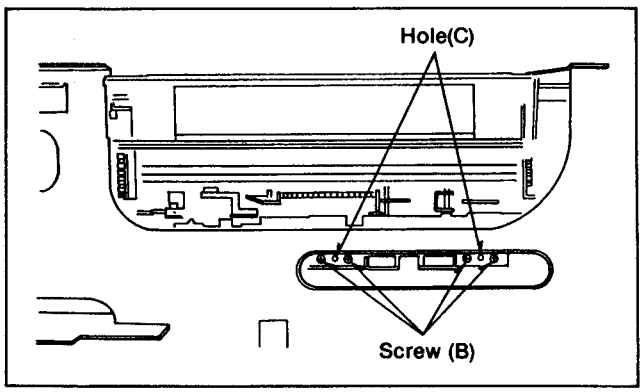

Figure M26
2. Loosen the 4 screws (B) and insert the eccentric screwdriver into the hole (C). (Figure M26)